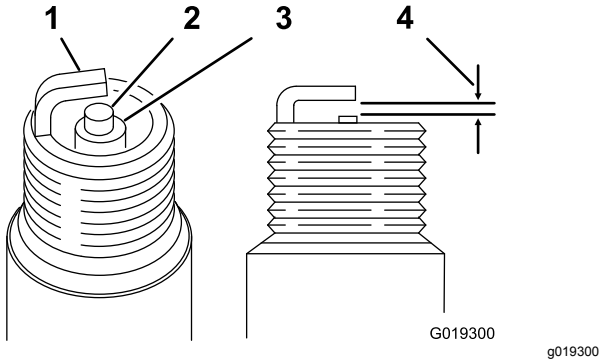

Figura 32
Distanza: 0,70 a 0,80 mm; fate riferimento alla Figura 32
4. Impostate la distanza fra gli elettrodi tra 0,70 e 0,80 mm, come illustrato nella Figura 32.